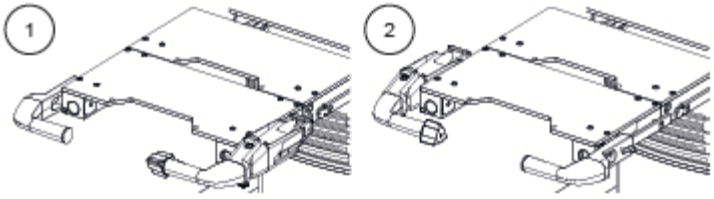

Figura 7-14. Orientaciones para el traslado motorizado
1. El mango para el traslado motorizado se inserta en el lado derecho (1) o izquierdo (2) de la mesa de quirófano en los raíles para accesorios o en los raíles de extensión. Consulte la *Figura 7-14*.